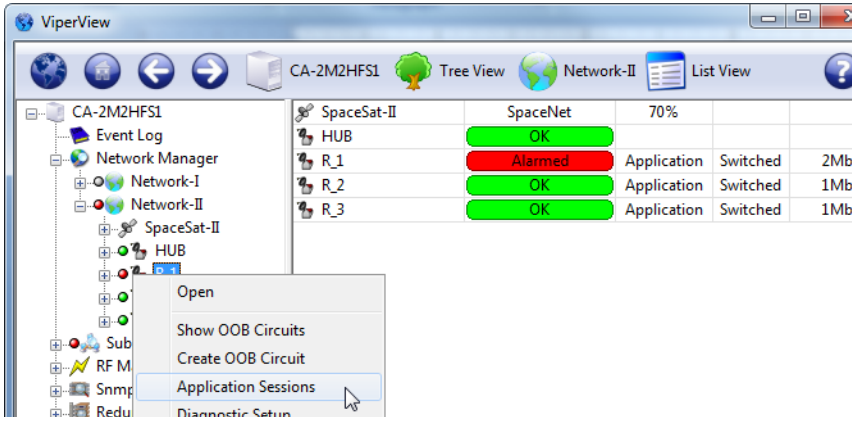

Figure 3-90 Application Sessions menu command
1. Right-click on an InBanded Remote site in the Network Manager and select **Application Sessions** from the drop-down menu (figure 3-90).